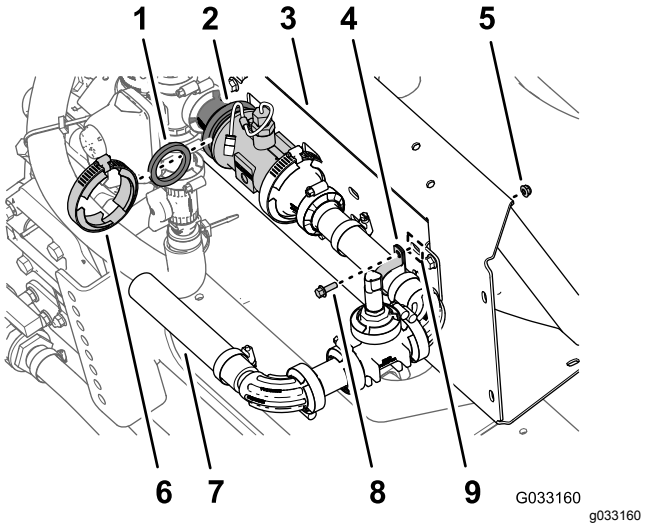

Figuur 84
1. Lijn de pakking (2-1/4 inch) die u verwijderd hebt in stap 3 van De verbindingsbuis en het verloopstuk verwijderen (bladz. 24) uit tussen de vloeistofstroommeter en het verloopstuk dat aan de rechterkant van de hoofdregelklep gemonteerd is (Figuur 84).
2. Monteer de pakking, de vloeistofstroommeter en het verloopstuk (Figuur 84) met de flensklem van 76 mm die u verwijderd hebt in stap 2 van De verbindingsbuis en het verloopstuk verwijderen (bladz. 24).
3. Bevestig de drukomzetter en het verdeelstuk aan de bevestigingsbeugel van het verdeelstuk. Gebruik hiervoor een R-klem, flenskopbout (1/4 x 3/4 inch) en flensborgmoer (1/4 inch); zie Figuur 84.